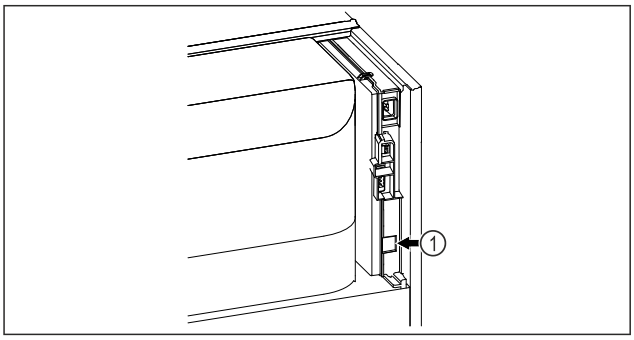

Fig. 96
❑ SmartModule *Fig. 96 (1)* is geplaatst.